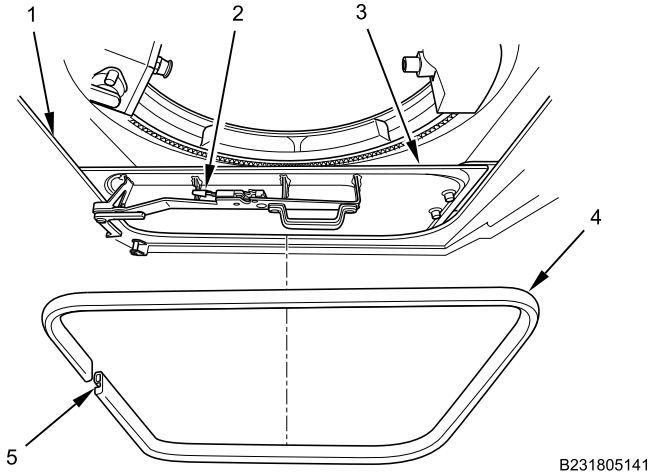

Figure 2. Weapon Hatch Seal Installation.
1. Starting with seam (Figure 2, Item 5) at right side middle of hatch opening, install seal (Figure 2, Item 4) by manually pressing over retaining lip (Figure 2, Item 1).
2. Trim and discard excess seal (Figure 2, Item 4) with utility knife to make tight fitting seam (Figure 2, Item 5).
3. Apply weatherstrip adhesive to seam (Figure 2, Item 5) of seal (Figure 2, Item 4) and allow 15 minutes for adhesive to dry.
4. Slide weapon hatch (Figure 2, Item 3) to closed position and engage latch (Figure 2, Item 2).